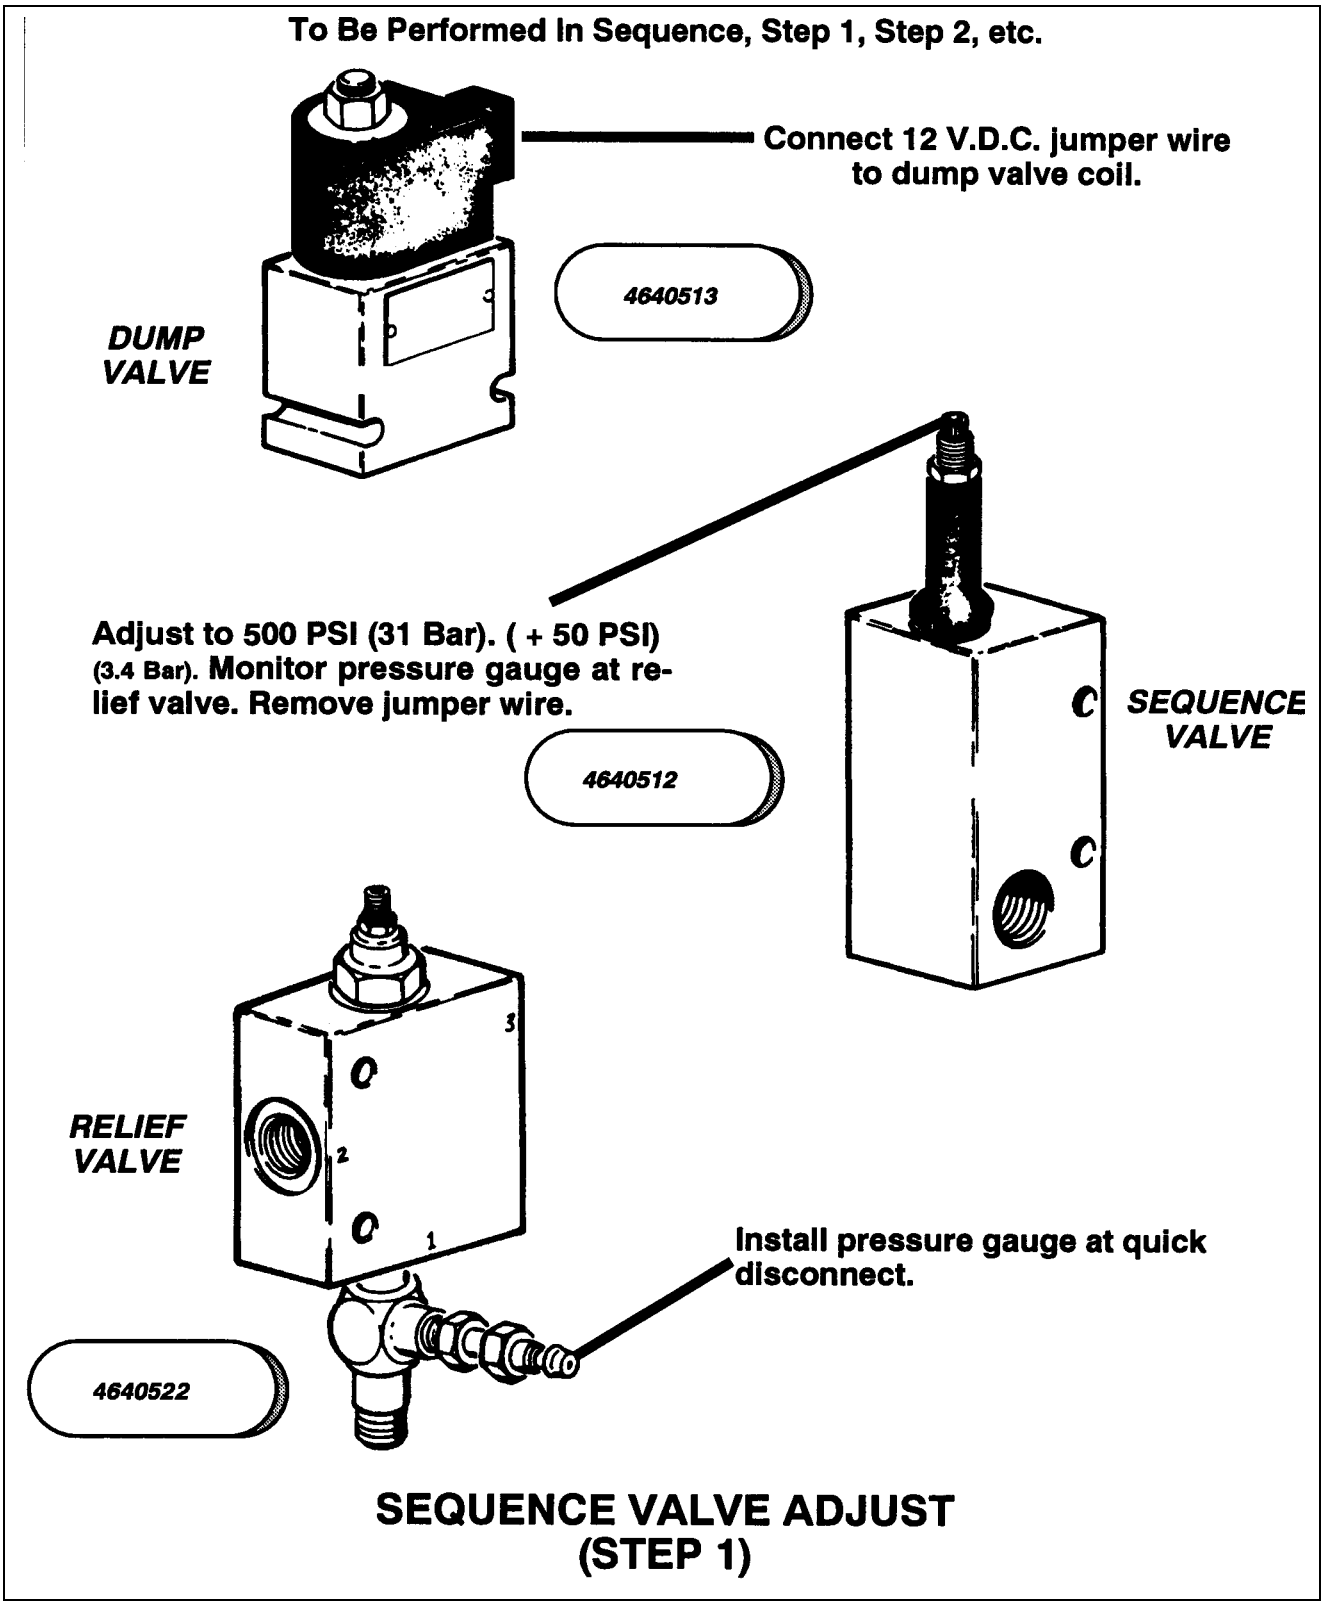

Figure 2-14. Vickers Proportional Valve Pressure Setting, Machines Built To Present (Sheet 1 of 4)
b. Vickers Proportional Valve Pressure Setting, Machines Built To Present are shown in Figure 2-14, 2-15, 2-16, and 2-17.